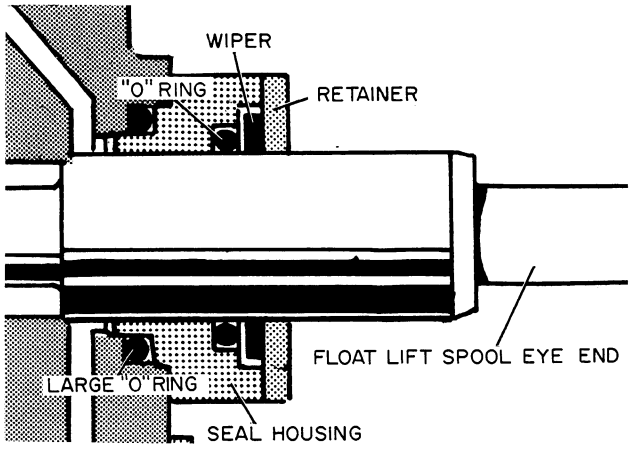

Figure D-39
1. Place a large "O" ring over the eye end of the spool and into the recess in the valve body, Figure D-39
2. Then install the seal housing,"O" ring, "O" ring retainer, wipers and retainer plate over the eye end of the spool, Figure D-39.
3. Now screw the retainer plate and seal housing to the valve body with the screws and lockwashers, Figure D-39.